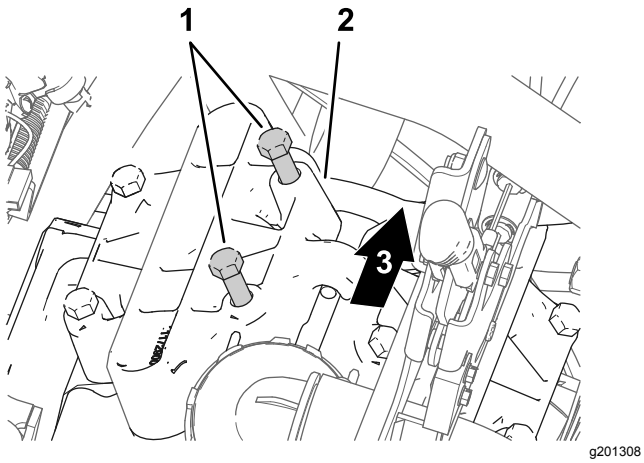

Rysunek 176
1. Po ustawieniu głowicy pompy w pozycji na godzinie 11 poluzuj 2 śruby wskazane na Rysunek 176 tak, aby między łbami śrub a pompą powstał odstęp od 7 do 10 mm.